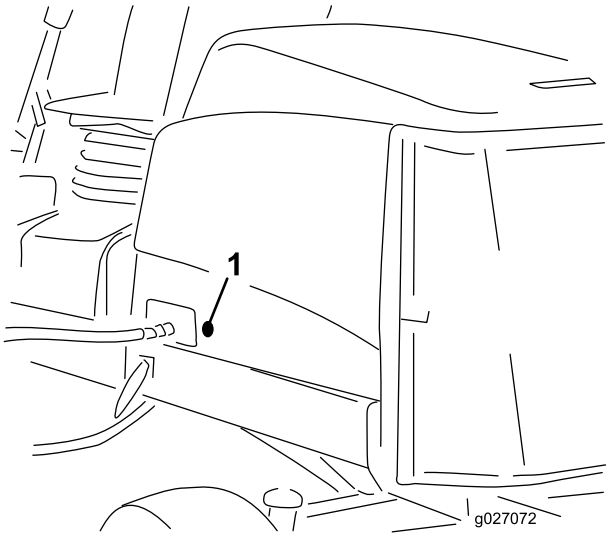

**Figur 17**
2. Fjern gummikransen fra hullet i venstre side af motorhjelmen (Figur 17).